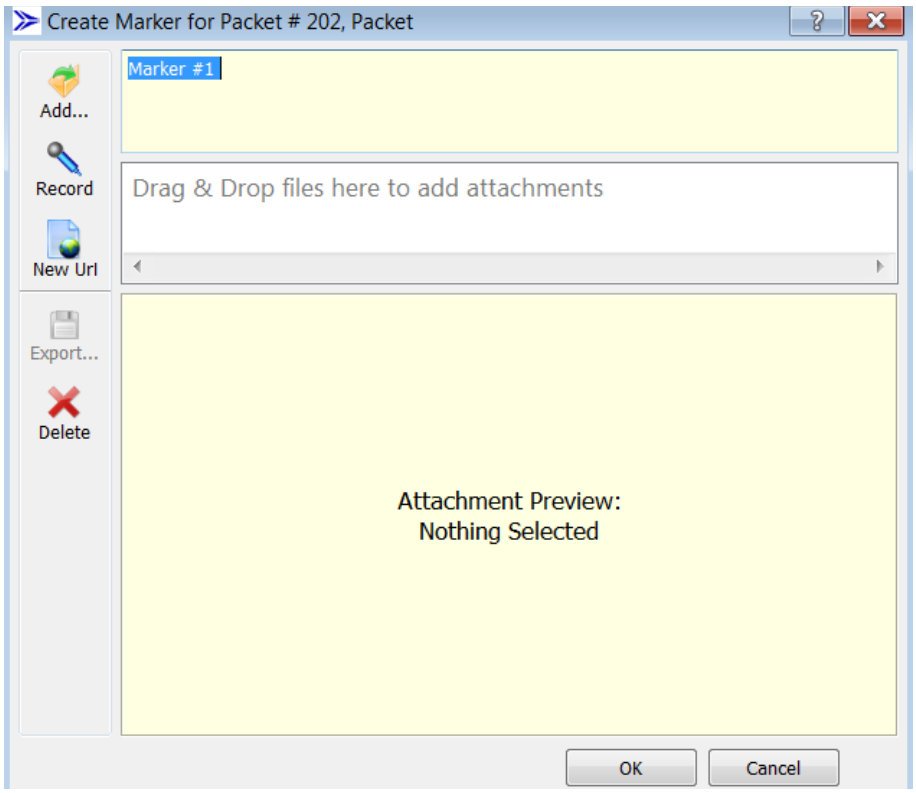

Figure 6.19: Create Marker for Packet Dialog
3. When the Create Marker for Packet # pop-up displays (see Figure 6.19), enter a unique identifier for the packet in the Comment field.